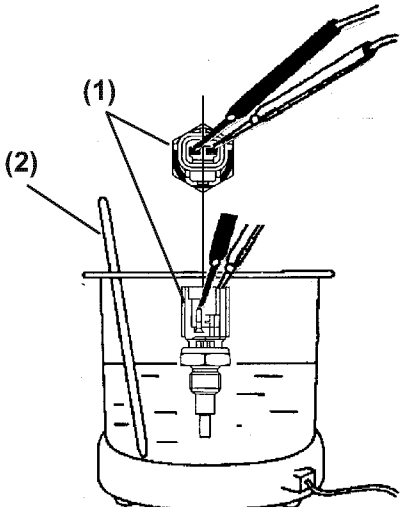

Figure 8-10
1. Inspect the water temperature sensor to make sure that it is properly operating. As shown in the following figure, connect an electric resistor to the coupler of the water temperature sensor **(Figure 8-10, (1))**.
2. Dip the water temperature sensor and an accurate thermometer **(Figure 8-10, (2))** into the cooling water.